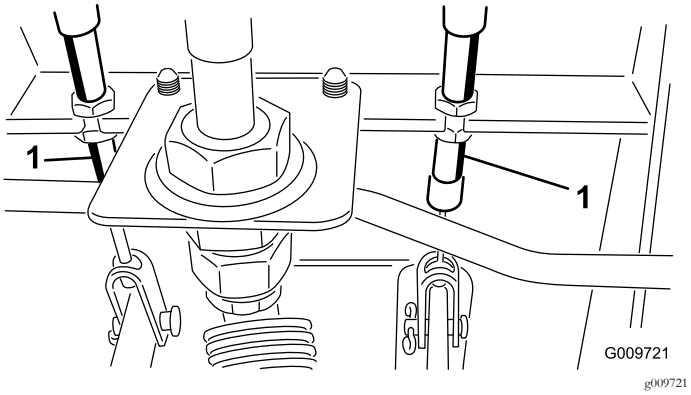

Figur 64
A. Lossa frontmuttern på den gängade änden av bromsvajern (Figur 64).